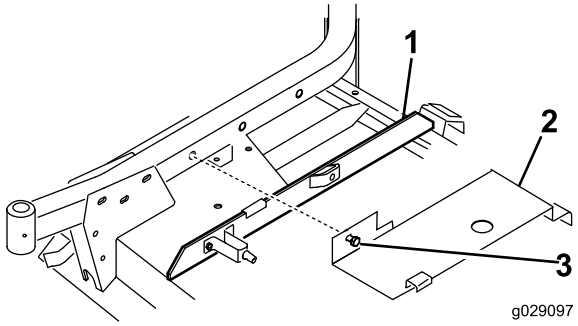

Figur 24
1. Placera en gjutkant på den högra bryggskenan, så att fjäderfästets kant är 10 cm från änden längst bort på gjutkanten (Figur 24).
2. Haka på däckskyddets baksida (Figur 24) på den bakre kanalens pinne och rikta in skyddets fästskruv mot hålet i den högra svänghjulsarmen. Skyddet ska vila mot gjutkanten. Justera gjutkanten efter behov.